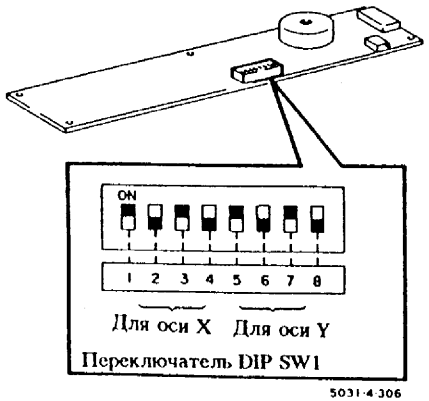

Рис. 2. Настройка переключателя DIP на PWB управления планшетом редактирования
1. (Рис. 2): Настроить переключатель DIP на PWB управления планшетом редактирования (в соответствии с настройкой для снятой PWB или с таблицей настройки на задней стороне планшета редактирования).
Внимание: На переключатель DIP настраиваются на ВКЛ/ВЫКЛ. участки 1-4 для регулировки оси X и участки 5-8 для регулировки оси Y (Рис. 2).